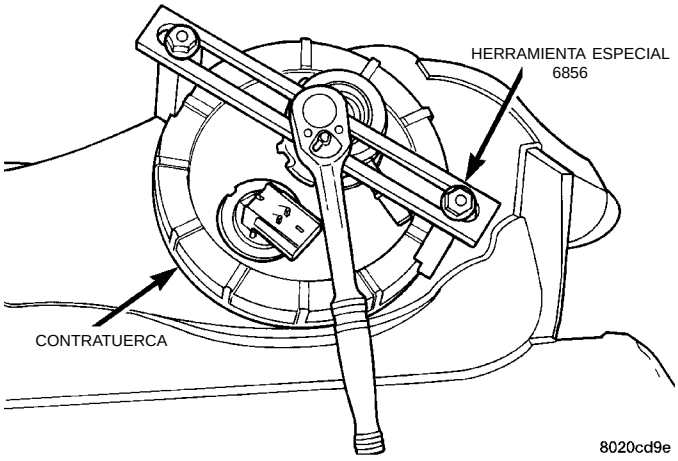

Fig. 18 Contratuerca del depósito de gasolina
(2) Desconecte el tubo de combustible del módulo de la bomba de combustible oprimiendo los retenes de conexión rápida con el pulgar y el índice.
(3) Deslice el cierre del conector eléctrico del módulo de la bomba de combustible para desbloquearlo.
(4) Desconecte la conexión eléctrica del módulo de la bomba de combustible oprimiendo hacia abajo el retén del conector y tirando del conector para extraerlo del módulo.
(5) Utilice un gato de transmisión para sostener el depósito de gasolina. Retire los pernos de los flejes del depósito.
(6) Baje levemente el depósito.
(7) Use la herramienta especial 6856 para retirar la contratuerca del módulo de la bomba de combustible (Fig. 18).
(8) Retire del depósito la bomba de combustible y el anillo “O”. Descarte la junta usada.
(4) Apriete la contratuerca con la herramienta especial 6856 con una torsión de 55 N·m (40,5 libras pie) (Fig. 18).